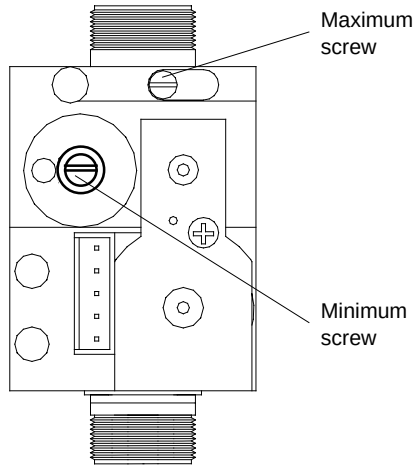

Fig. 33
- Using a suitable screwdriver, very slowly turn the minimum adjustment screw (fig. 33) – clockwise to increase, counter clockwise to decrease – until the correct value is displayed on the CO_2 analyser (allow time for the analyser to stabilise).
- Using a suitable screwdriver, very slowly turn the maximum adjustment screw (fig. 33) – clockwise to increase, counter clockwise to decrease – until the correct value is displayed on the CO_2 analyser (allow time for the analyser to stabilise).